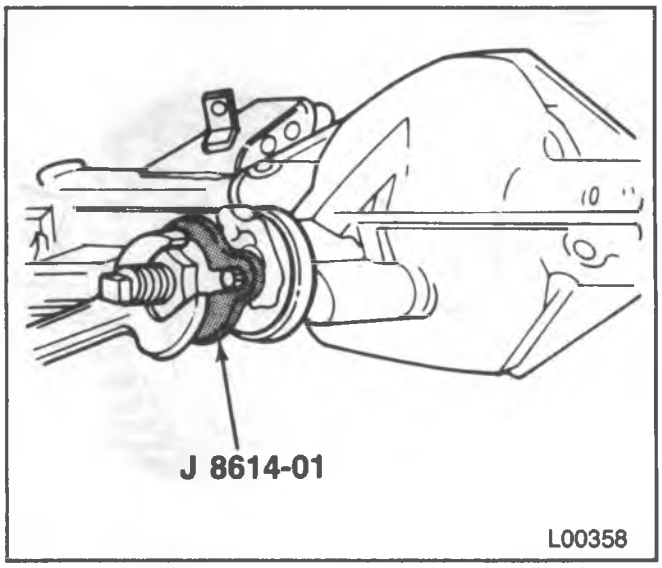

Figure 23—Installing the Pinion Flange
3. Flange onto the pinion using J 8614-01 (figure 23).